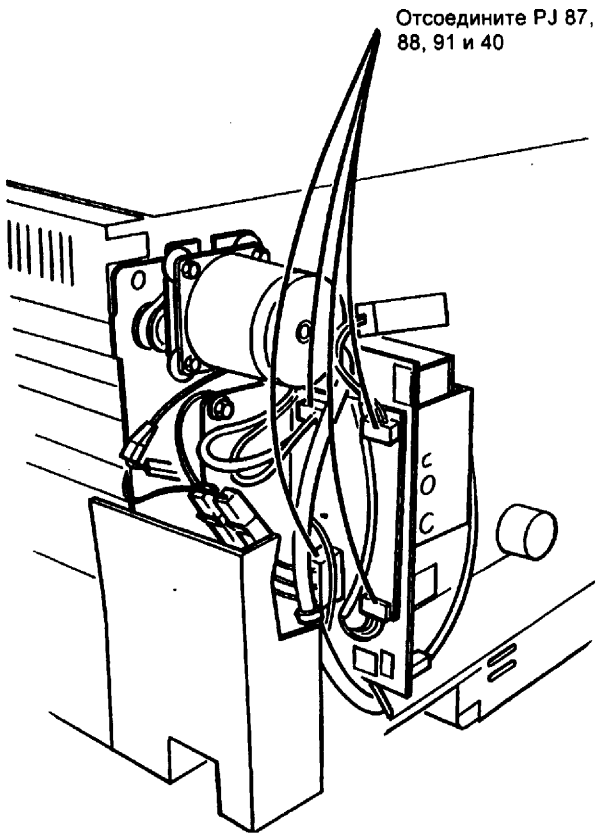

Рис. 1 Отсоединение разъемов
3. (5621) (РИс. 1) Отсоедините разъемы PJ87, PJ88, PJ91 и PJ40 на PWB привода сканирования.